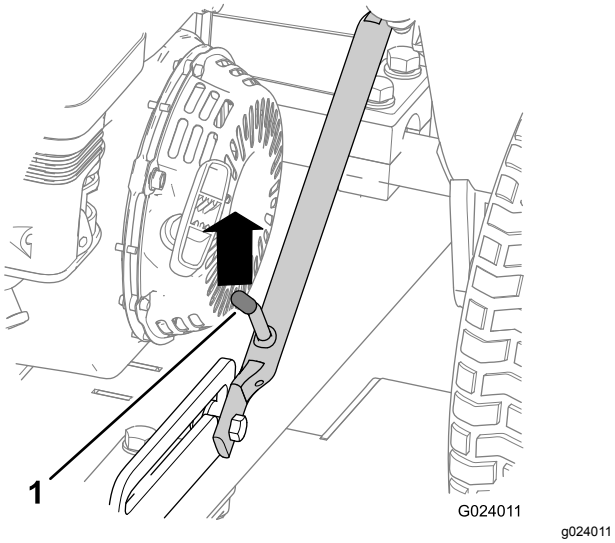
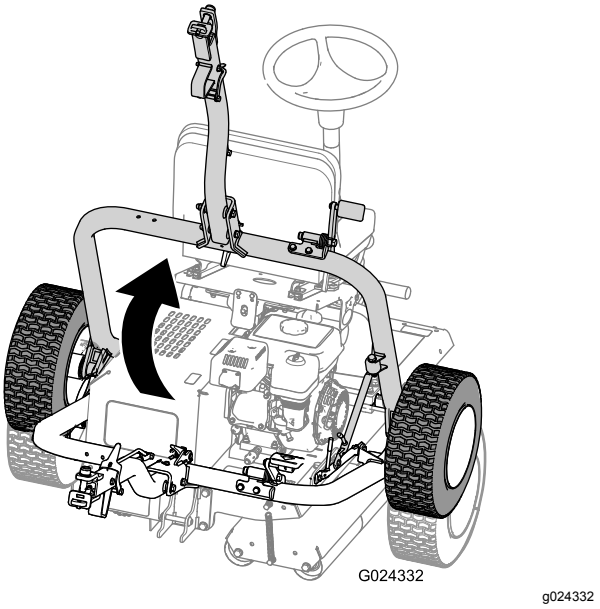

Figur 24
Figur 28
A. Skyv opp på låseenheten til låsespaken er fri fra glidestoppehaken (Figur 24).
D. Hev låsen (Figur 28) til låsespaken låses i glidestopphaken (Figur 24).